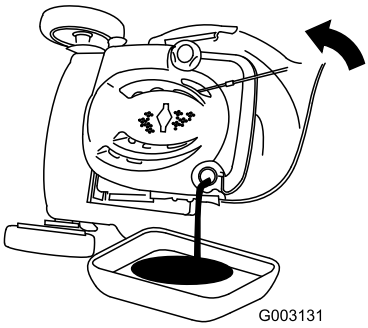

Figur 37
3. Vend gressklipperen over på siden, med luftfilteret opp, for å tømme den brukte oljen ut gjennom oljefyllingsrøret (Figur 37).